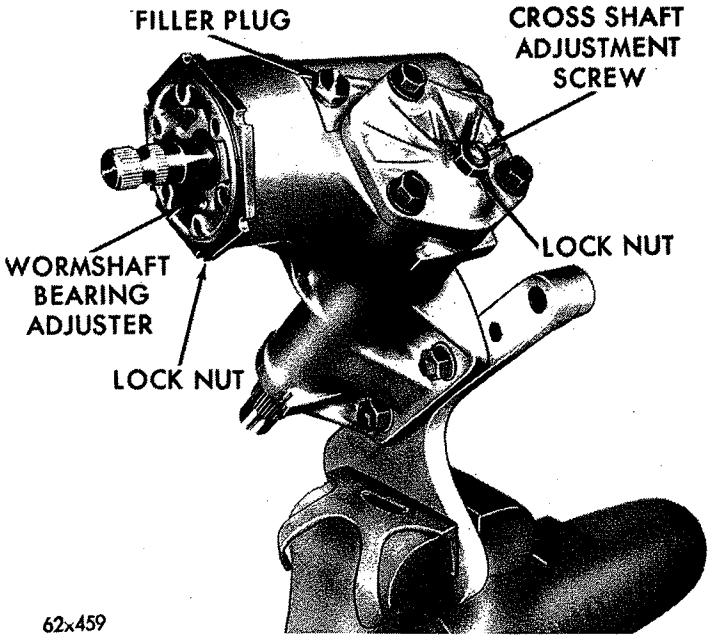

*Fig. 2—Steering Gear Adjustment Locations*
Two adjustments are provided in the steering gear (Figs. 2 and 3). The worm bearing pre-load adjustment, and the ball nut rack sector gear mesh adjustment.
(1) Attach steering gear to holding fixture Tool C-3323 and install holding fixture in a vise (Fig. 2).
(2) Loosen cross shaft adjusting screw lock nut, and back out screw about two turns to relieve load caused by close mesh between ball nut rack and sector gear teeth.
(3) Position steering wormshaft in straightahead position.